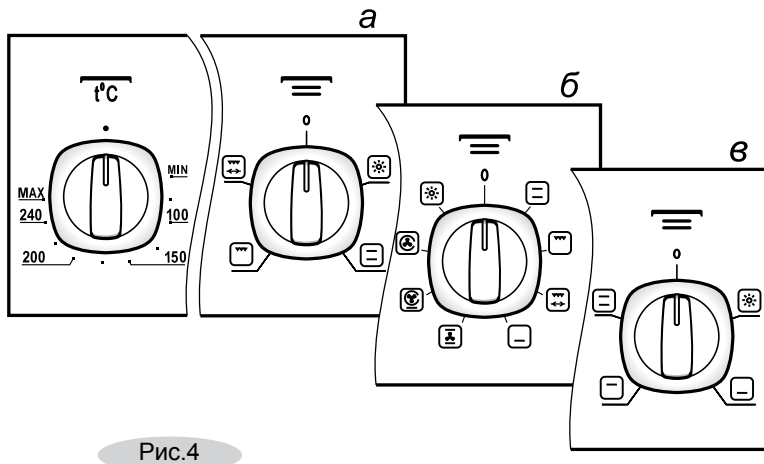

Рис.4
- ручкой режимов работы устанавливается необходимая функция (в зависимости от модели может быть вариант **а, б** или **в** (рис. 4);
- ручкой терморегулятора (рис. 4) задается температура нагрева духовки, которая поддерживается автоматически.